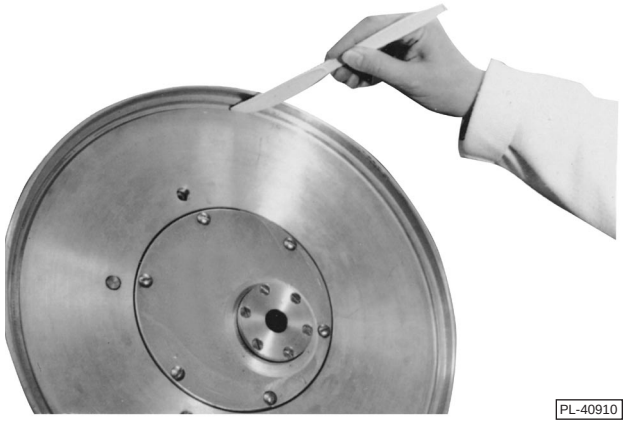

Fig. 27
4. Before replacing the O-ring, make certain that the groove (Fig. 27) is free of particles and the edges of the groove are not sharp or burred.